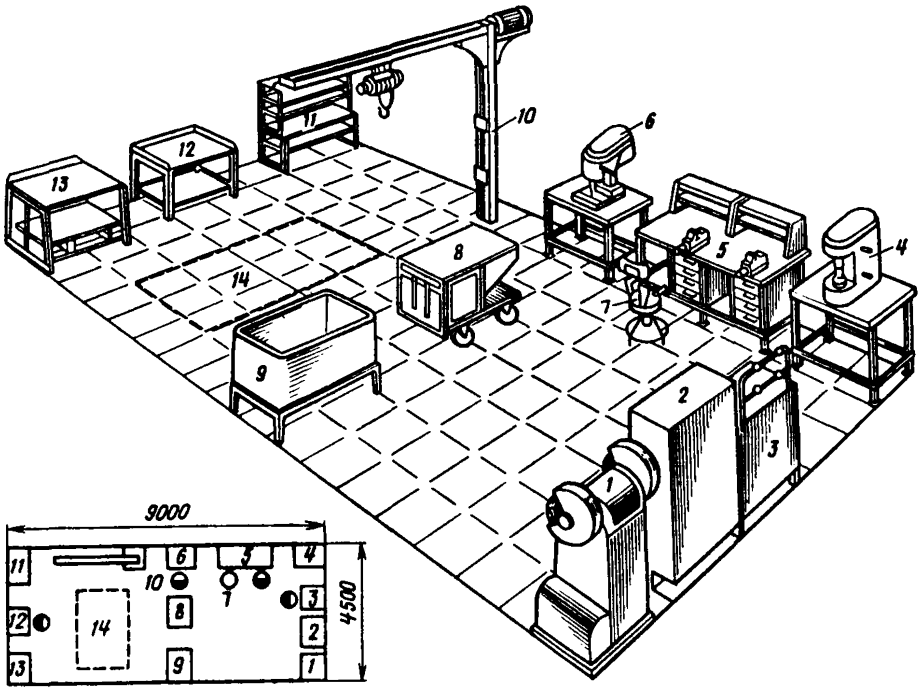

Рис.2.2. Типовая планировка рабочего места слесарей по ремонту и межремонтному обслуживанию оборудования:
2.5. Организация рабочего места определяется наличием и размещением необходимого оборудования, приспособлений и инструмента. Предлагается типовая планировка участка ремонта подъемно-транспортного оборудования (рис. 2.2), которая обеспечит наиболее экономное использование производственных площадей и сокращение расстояний переходов рабочих и транспортировки материалов за счет рационального расположения оборудования и оргтехоснастки.
2.6. В целях повышения качества ремонтируемого оборудования и применения передовых методов и приемов труда предусмотрена специализация рабочих мест на участке. Приведенная планировка (рис. 2.2) разработана на основе следующих исходных данных технологического процесса: